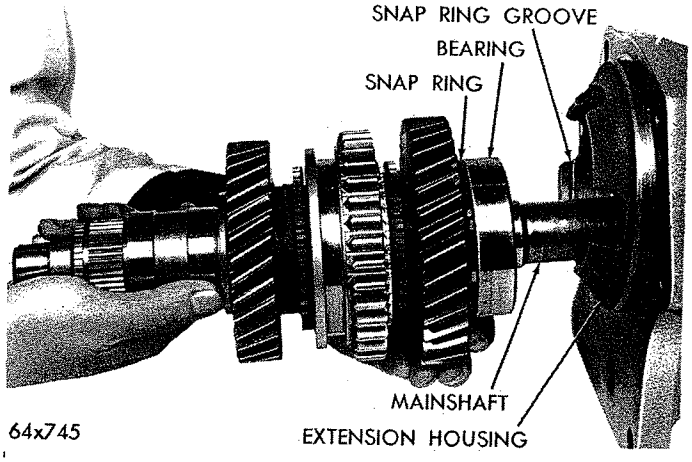

***Fig. 14—Removing or Installing Mainshaft***
(8) Holding snap ring compressed, pull mainshaft assembly and bearing out of the extension housing (Fig. 14).
(8) Install partially assembled mainshaft into extension housing far enough to engage retaining ring in slot in the extension housing (Fig. 14). Compress retaining ring and at same time seat mainshaft in the extension housing (Fig. 13). (Be sure retaining ring is seated all around its slot.)
(9) Slide third speed gear over mainshaft (with synchronizer cone toward front) followed by the third gear stop ring.
(10) Install third and fourth speed synchronizer clutch gear assembly (including sleeve, shift plates and springs) on mainshaft (shift fork slot toward rear) against the third speed gear. Be sure and index rear